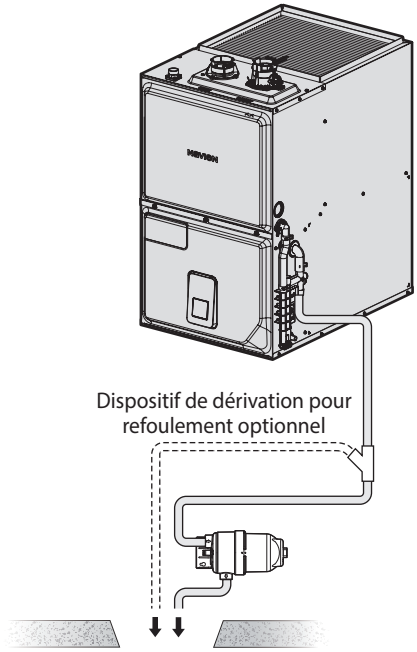

Figure 1. Installation à l'horizontale
- Si l'agent neutralisant est installé horizontalement, tournez-le afin que la sortie soit au niveau le plus haut (figure 1).